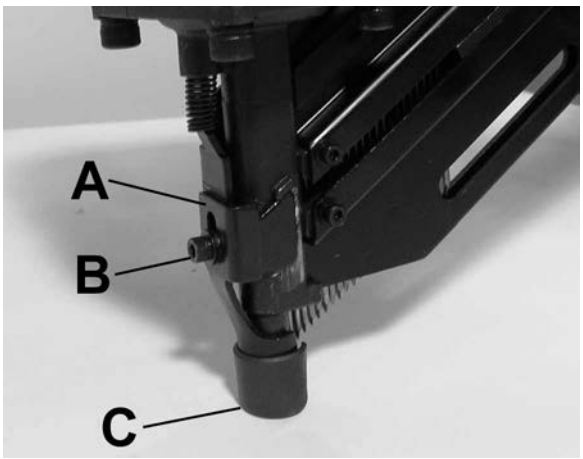

Figure 3
La profondeur qu'un clou est enfoncé est ajustable est s'ajuste avec la plaque d'ajustement en profondeur (A) Fig.3. Le réglage du manufacturier est réglé au maximum de profondeur. Pour ajustez la profondeur,
1) Deserrez le boulon à tête cylindrique (B) avec la clé hexagonale.